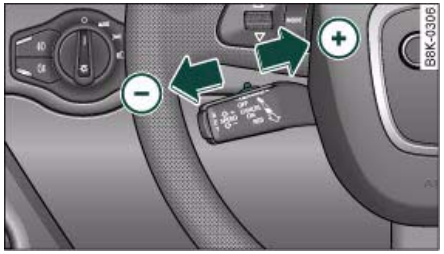

Fig. 142 Control lever for: Setting the distance
– Briefly press the sliding switch ⇒ fig. 142 **once** towards (+) or (-). The display in the instrument cluster will briefly show the current distance setting.